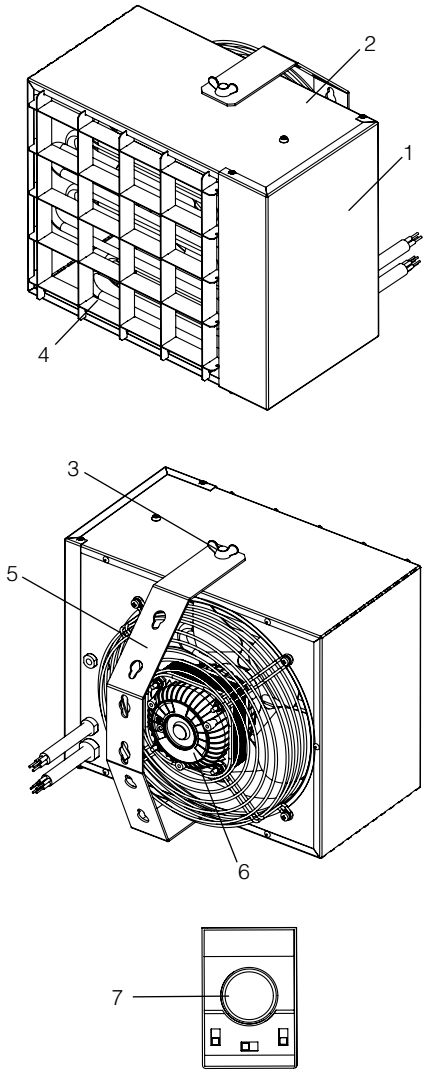

Рис. 1 - Состав прибора
Несущая конструкция тепловентилятора (Рис.1) состоит из корпуса (2) крышки (1). На лицевой части расположена решётка (4). Прибор крепится на стену при помощи кронштейна настенного (5) и имеет возможность поворота. Угол поворота фиксируется винтами-барашками (3). Управление прибором производится при помощи пульта (7). Вентилятор (6) затягивает воздух через отверстия воздухозаборной решетки. Воздушный поток, втянутый вентилятором в корпус, проходя между пет-